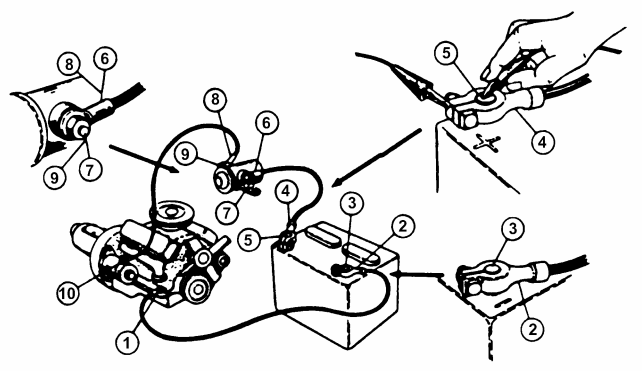

图 6　典型电路起动线路损失试验
4、按图 6 所示使用红色和黑色夹子。在 1 和 2、2 和 3、4 和 5、4 和 6、6 和 7、7 和 8、7 和 9、8 和 9 及 8 和 10 之间交替连接夹子。发动机起动时，从数字显示器上读出每个点的数值并将结果记录下来。不要理会在显示器上出现的负号。